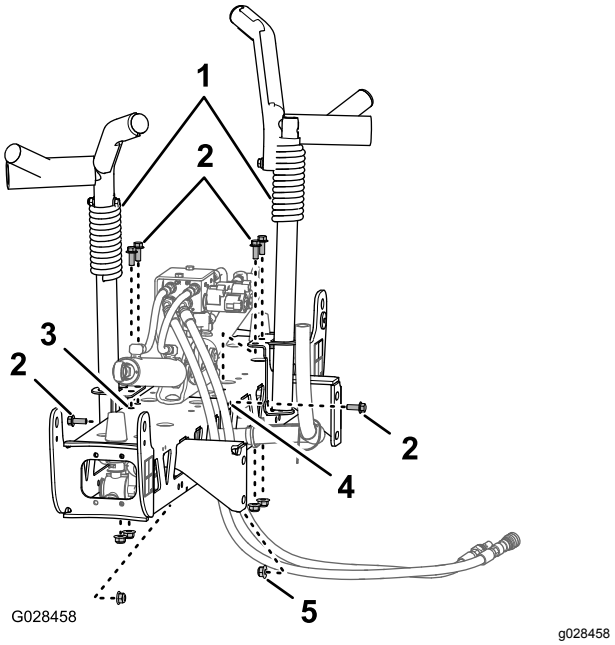
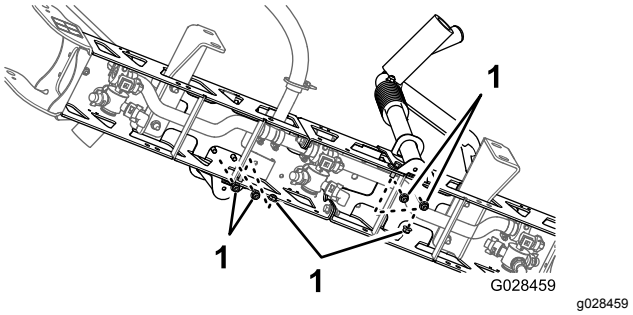

**Figur 37**
**Figur 38**
2. Rett inn bomtransportunderstellet med den midtre bomseksjonen (Figur 37).
3. Monter understellet til bomseksjonen (Figur 37) og (Figur 38) med seks bolter (⅜ x 1 tomme) og seks flenslåsemuttere (⅜ tomme).